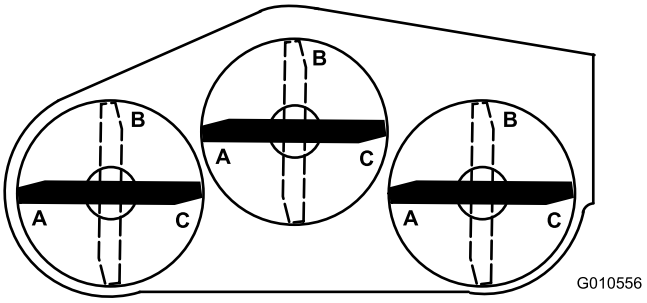
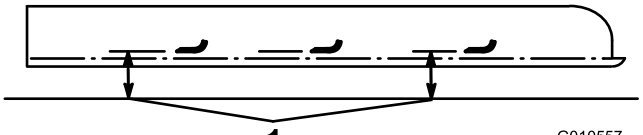

Figur 27
Figur 28
6. Plasser alle tre kniver i A-innstilling (Figur 27), mål fra bakken til bunnenden av hver knivtupp (Figur 28), og noter målingen.
7. Roter knivene til B-innstillingen (Figur 27), mål avstanden fra alle knivene til bakken og noter målene (Figur 28).
8. Roter knivene til C-innstillingen, mål og noter avstanden (Figur 27 og Figur 28).